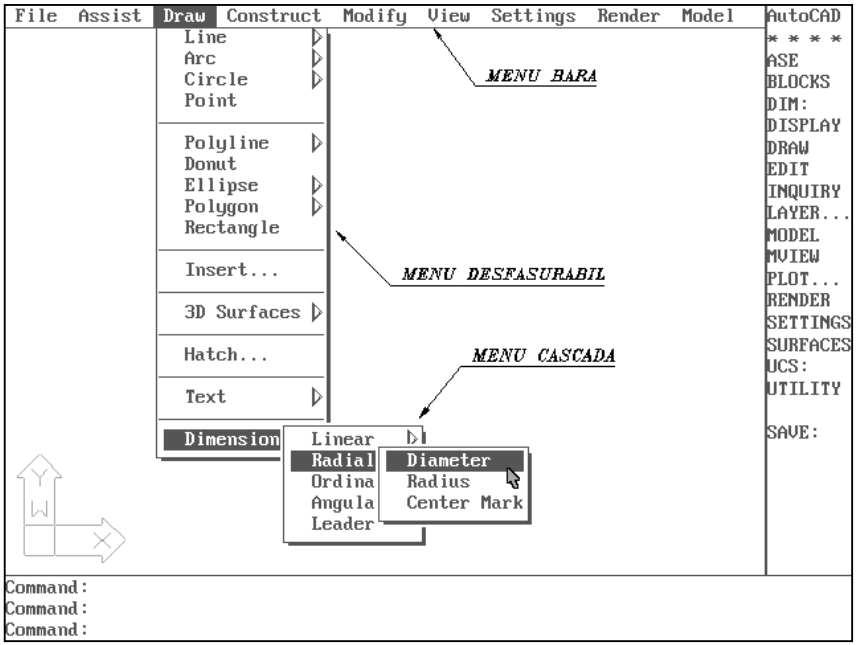

Fig. 1.2. Exemplu de meniu desfăşurabil
- ***Menu-ul bară*** *(bar menu)* este accesibil numai cu ajutorul mouse-ului prin deplasarea cursorului peste zona de informații, care este înlocuită cu menu-ul bară. Bara de meniu oferă accesul la menu-urile desfăşurabile (pull-down) AutoCAD. În cazul în care în dreptul unui articol este afişată o mică săgeată, atunci selectând articolul respectiv se va deschide un *menu în cascadă* adițional aşa cum este arătat în fig. 1.2.